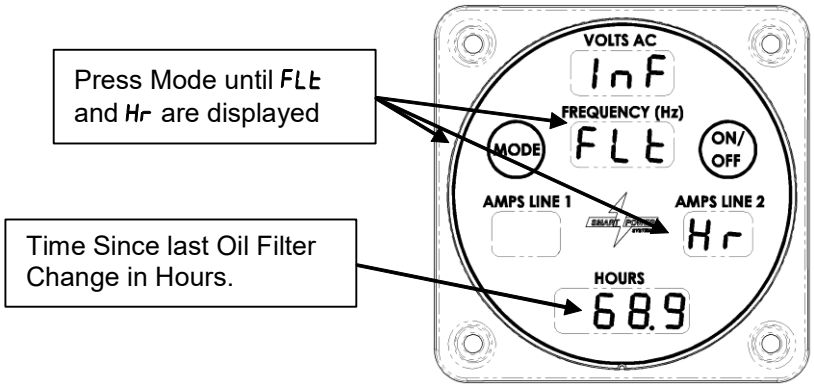

Figure 29 - Oil Filter Hours Display
3. The system controller automatically records the time from the previous filter change. The hours since the previous filter change can be accessed using the Command & Control Center by pressing the Mode button until the following screen appears (reference Figure 29):